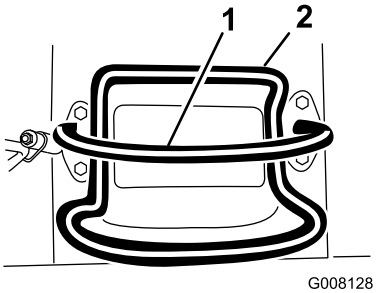
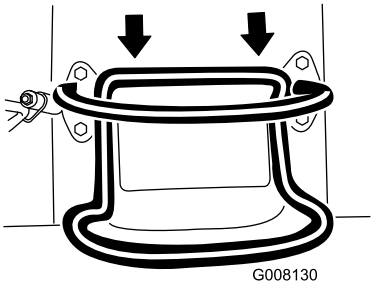

**Rysunek 7**
**Rysunek 9**
- Aby jechać do tyłu, ustaw dźwignię sterowania zespołem jezdnym do tyłu (Rysunek 9). **Podczas cofania, spoglądaj do tyłu, zwracając uwagę na przeszkody i trzymaj obie dłonie na drążku wzorcowym (Rysunek 7).**
- Aby się zatrzymać, zwolnij dźwignię sterowania zespołem jezdnym (Rysunek 7).